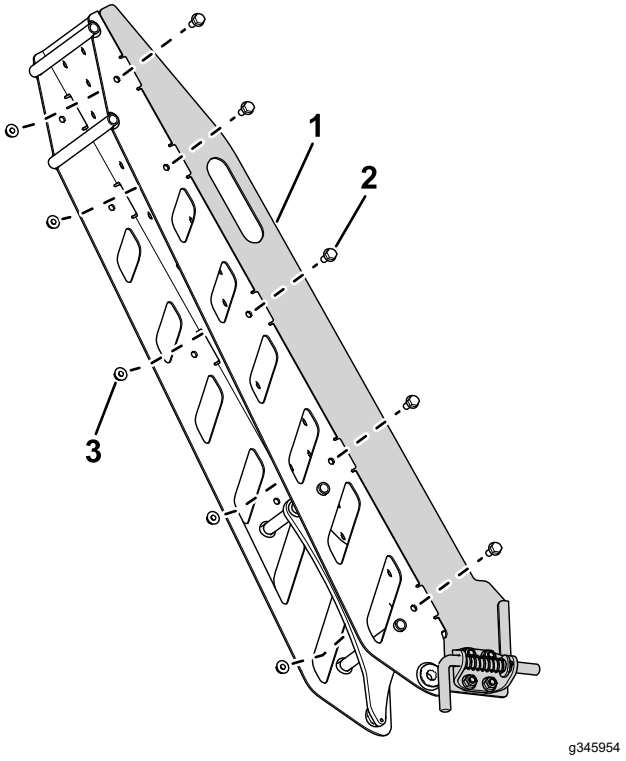

**Figuur 10**
2. Gebruik 10 bouten (5/16" x ¾") en 10 nylock moeren (5/16") om de geleiderplaat aan de oprijplaat te bevestigen (Figuur 10).